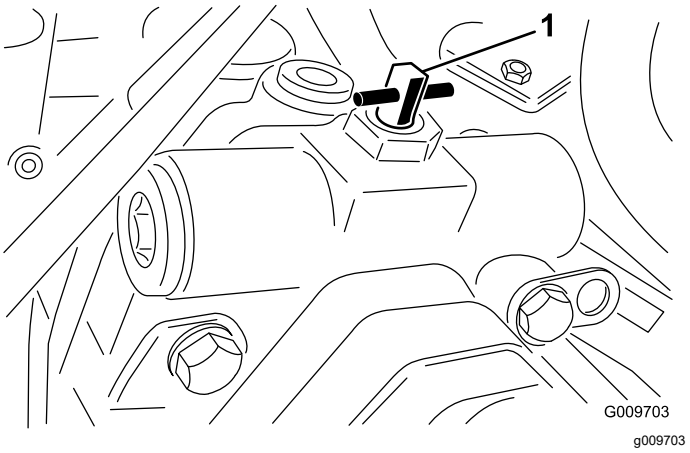

Рисунок 77
3. Поверните перепускной клапан на 90° (¼ оборота) в любом направлении, чтобы открыть его и обеспечить внутренний перепуск масла (Рисунок 77).
2. Поверните перепускной клапан на 90° (¼ оборота) в любом направлении, чтобы открыть его и обеспечить внутренний перепуск масла (Рисунок 77).